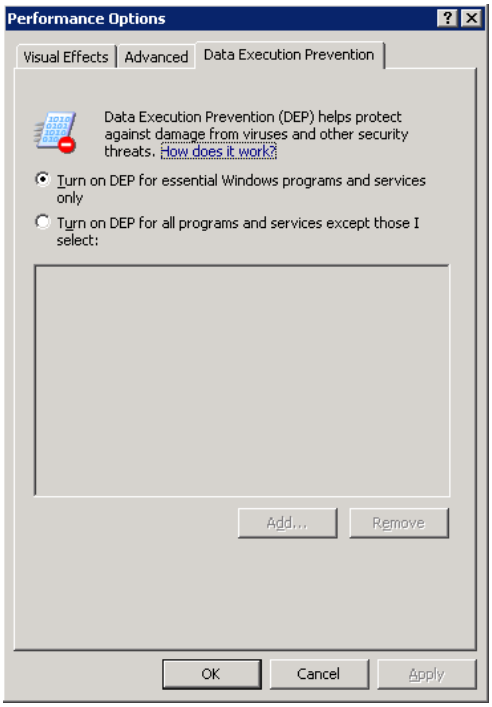

Figure 2-5 DEP tab
3. In the **Performance** box on the **Advanced** tab, click the **Settings** button, then click the **Data Execution Prevention** tab to display the dialog shown in figure 2-5.